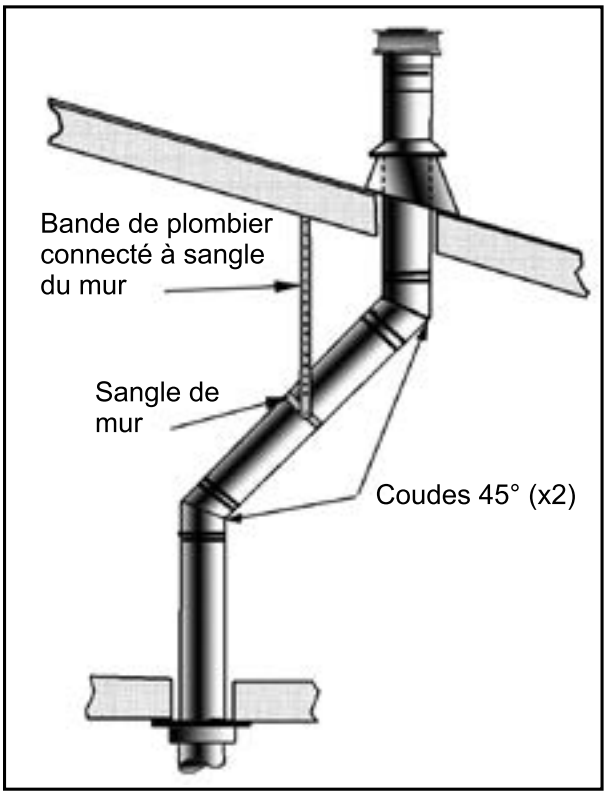
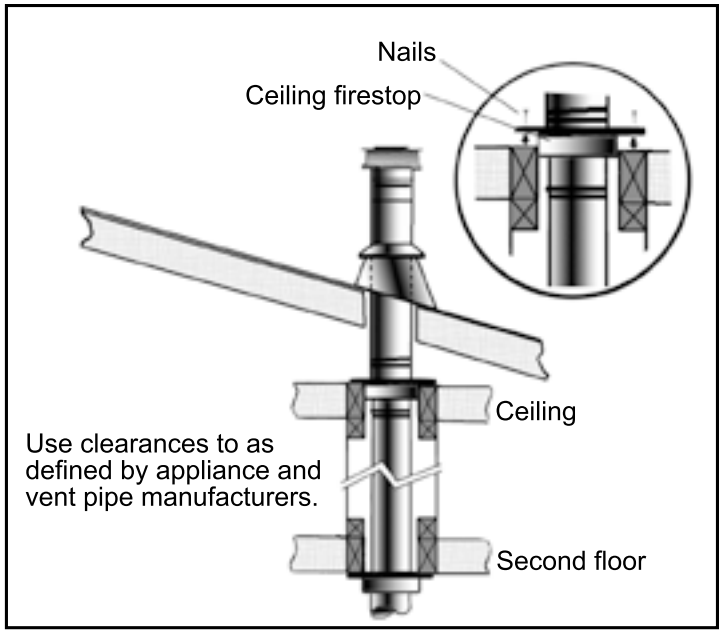

Figure 50. Use of Wall Straps.
Figure 51. Multi-Story Vent Pipe Installation.
(1) If an offset is necessary in the attic to avoid obstructions, it is important to support the vent pipe every 3 feet (914 mm), to avoid excessive stress on the elbows, and possible separation. Wall straps are available for this purpose (see Figure 50).
(2) When ever possible, use 45° degree elbows instead of 90° degree elbows. The 45° degree elbow offers less restriction to the flow of flue gases and intake air.
(3) For multi story installations; a ceiling firestop is required at the second floor, and any subsequent floors (see Figure 51). The opening should be framed to 10" (254 mm) x 10" (254 mm) inside dimensions, in the same manner as shown in Figure 33.
(4) Any occupied areas above the first floor, including